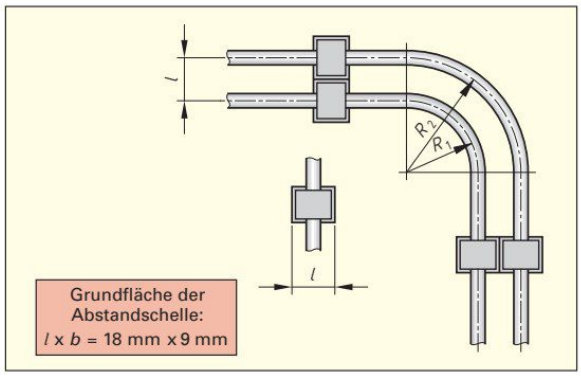

Bild 3: Leitungsbögen bei parallel geführten Leitungen
9. In einer Elektroinstallation werden zwei waagerecht parallel geführte Mantelleitungen gebogen **(Bild 3)**. Innen verlegt ist eine Mantelleitung NYM 5 x 2,5 mm², außen verlegt ist eine Mantelleitung NYM 4 x 1,5 mm². (Leitungsdurchmesser **Tabelle 5, Seite 176**). Welche Mindestbiegeradien R_1 und R_2 sind einzuhalten?